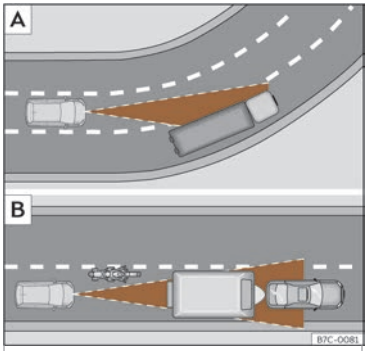

Fig. 159 A Vehículo nunha curva. B Motociclista circulando por diante fóra do radio de acción do sensor de radar.
O ACC podería non detectar en curva o vehículo precedente ou podería regular a distancia con vehículos que se atopan noutros carrís››› fig. 159 A.
- Vehículos que circulen sen aliñación ou fóra da zona de detección do sensor, por exemplo, motocicletas››› fig. 159 B